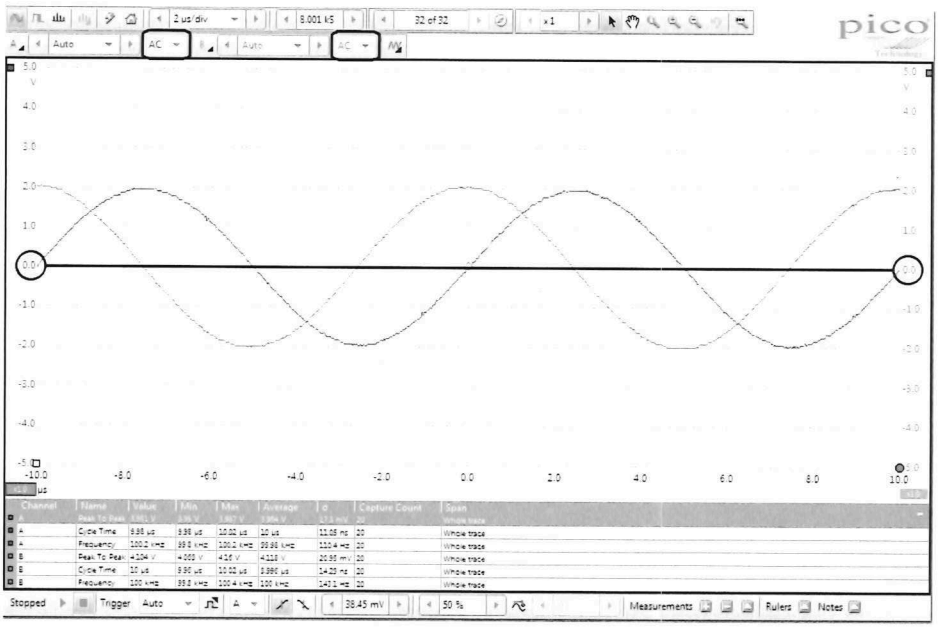

Figure 5
10. Set the input coupling for both channels to *AC* (top left next of the app as indicated in Figure 5 below).
11. Adjust the vertical positions of the two signals so that where they cross 0V on the same horizontal line on the grid as each other as shown in Figure 5 below.